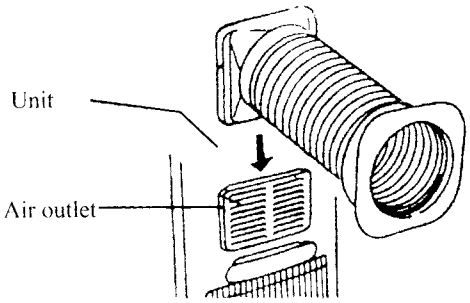

Fig 188
(1) When cooling, attach one end of the exhaust air outlet of the unit to the dehumidifier air outtake
(2) Attach the other end of the duct to the nearby window, see fig 188,189.